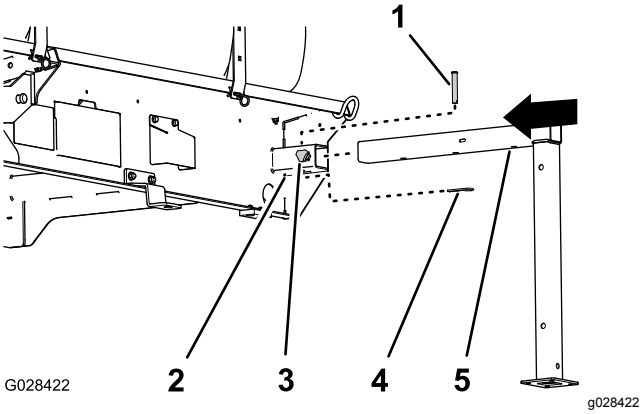

Figur 105
1. Rett inn den fremre jekkstøtten med jekkstøttemottakeren foran på tanken (Figur 105).
2. Skyv jekkstøtten inn i mottakeren helt til det midtre hullet på det horisontale jekkstøtterøret er justert med hullet på toppen av mottakeren (Figur 105).
4. Skru en låseknott inn i mottakeren og stram til knotten for hånd (Figur 105).